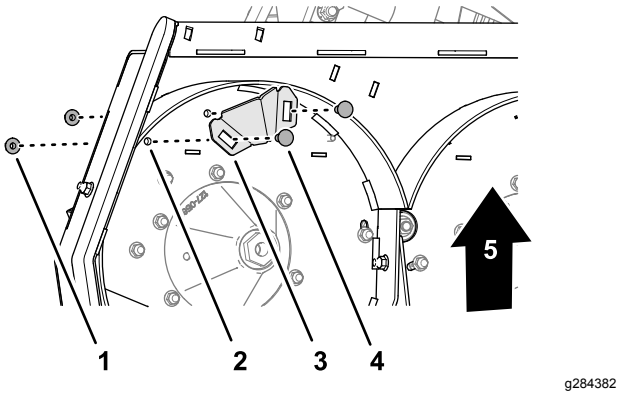

Figure 39
4. At the bottom, right side of the mower deck, remove the 2 carriage bolts (3/8 x 1 inch) and 2 flange locknuts (3/8 inch) that secure the kicker fitting to the deck, and remove the kicker fitting (Figure 39).
5. Install 2 flange-head capscrews (3/8 x 1 inch) into the 10 mm (3/8 inch) holes in the mower deck (Figure 39) and secure the capscrews with 2 flange locknuts (3/8 inch) that you removed in step 4.